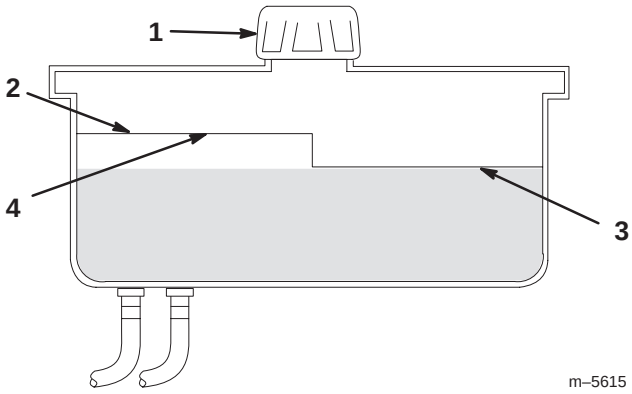

Figure 50
2. Nettoyez la surface autour du goulot de remplissage du réservoir hydraulique (Fig. 50).
3. Enlevez le bouchon du goulot de remplissage et vérifiez si le réservoir contient du liquide (Fig. 50).
Note: Lorsque l'huile est chaude, le niveau de liquide doit atteindre le haut du repère ***à chaud*** sur le déflecteur (Fig. 50).